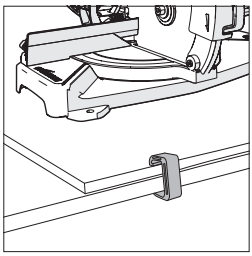

Рис. 2
- Для крепления монтажной плиты к рабочей поверхности используйте струбцины д **(Рис. 2)**.